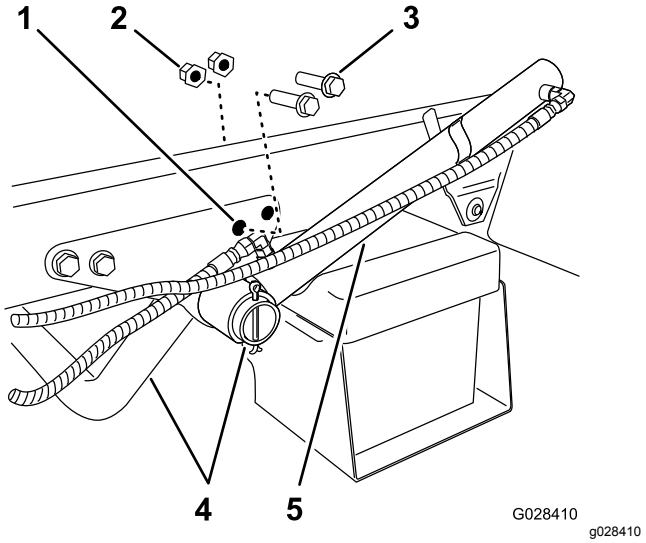

**Figur 8**
1. Fjern de to bakre flenshodeboltene og de to flenslåsemutterne som fester støttebraketten for motorrøret til maskinrammen (Figur 8).
2. Drei løftesylinderen for å gi plass til å montere holdebraketten for tankens gliderramme (Figur 8).